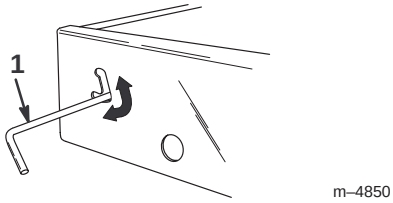

Figur 18
1. Skjut upp spärrhaken mot skårans översta del på flakets ram (figur 18).
3. Fäst flaket till flakramen ordentligt genom att flytta spärrhaken till skårans nedre del (figur 18).